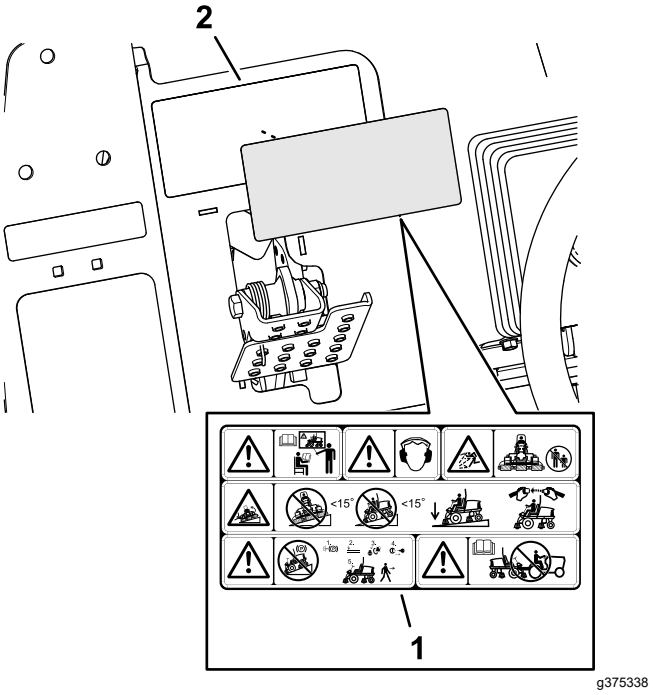

Figura 36
1. Folosii alcool sanitar i o lavetă curată pentru a curăa zona suprafaa autocolantului de avertizare 133-2930 i lăsai autocolantul să se usuce (Figura 36).